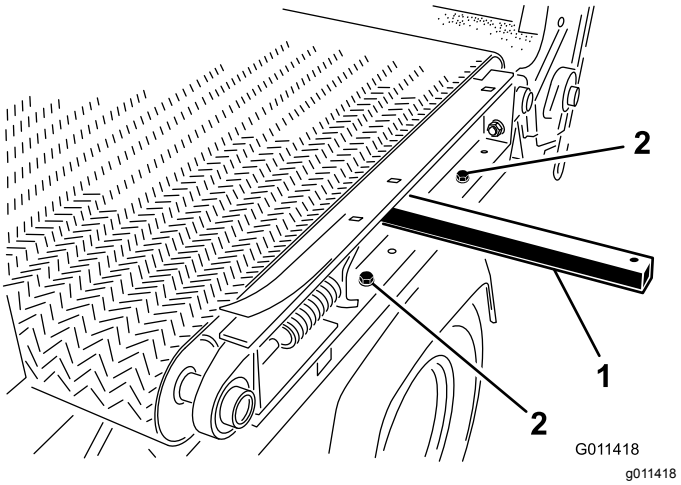

Figur 35
7. Ta bort de två huvudskruvar, brickor och muttrar på maskinens vänstra sida som fäster glidflaket på ramen (Figur 35).
A. För in en lyftstång i hålet på maskinens vänstra sida och höj upp lyftstången för att tippa glidflaket (Figur 35).